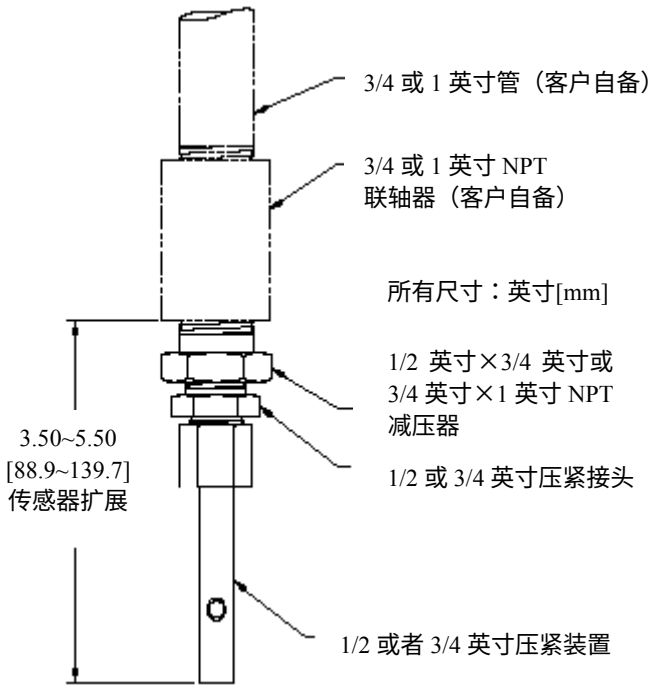

图 2-4　浸入式安装详图
1. 将压紧接头组件倒置于传感器上，这样更长的螺纹部分将朝向传感器的电缆端（如图 2-4）。